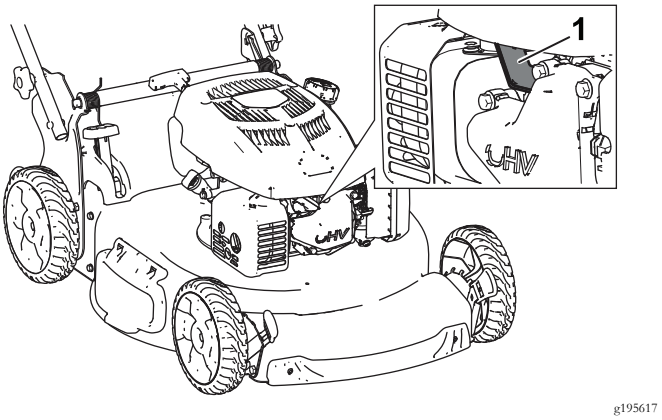

Figura 32
2. Desconecte el cable de la bujía (Figura 32).